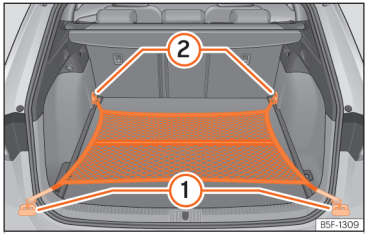

**Fig. 190** In the boot: net bag hooked up at floor level.
- Secure the net hooks to the fastening rings ››› Fig. 190 ① and ② ››› ⚠. The bag zip should be facing upwards.